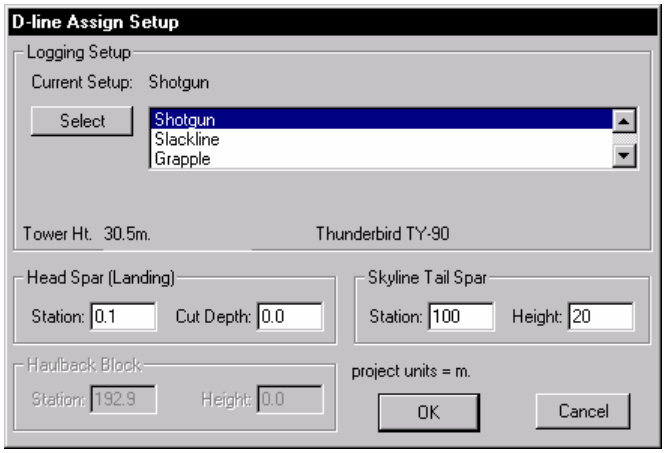

Figure 14.9 Assign Setup dialog box.
4. Highlight the Profile Window. Select Cable Analysis│Assign Setup to activate the D-Line Assign Setup dialog box shown in Figure 14.9
5. Change the setup data to match Figure 14.9. To select the *Shotgun* setup, highlight *Shotgun*, and then press the *Select* button. Press OK.